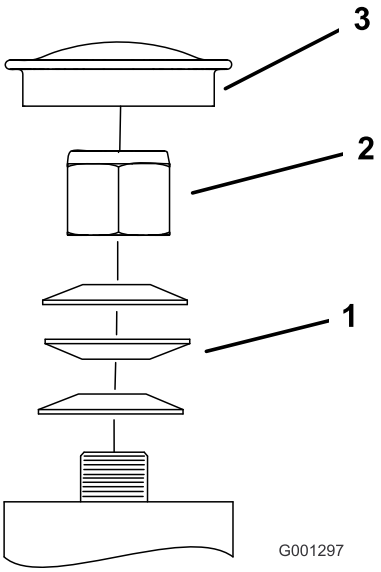

**Figuur 45**
3. Verwijder de stofkap van het zwenkwiel en draai de borgmoer aan (Figuur 45).
4. Draai de borgmoer aan totdat de veerringen vlak liggen, en draai deze vervolgens een 1/4 slag terug om de voorspanning op de lagers correct af te stellen (Figuur 45).
**Belangrijk: De veerringen moeten op de juiste wijze worden gemonteerd zoals wordt getoond in Figuur 45.**
5. Plaats de stofkap (Figuur 45).